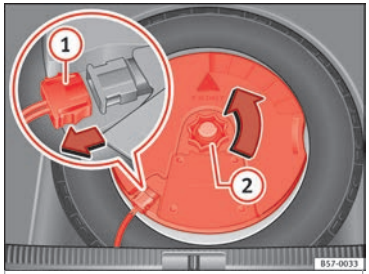

Rys. 243 W bagażniku: wyjmowanie głośnika niskotonowego.
- Odłączyć przewód głośnika niskotonowego ››› **rys. 243** ①.
- Obrócić nakrętkę zabezpieczającą koło w lewo ②.